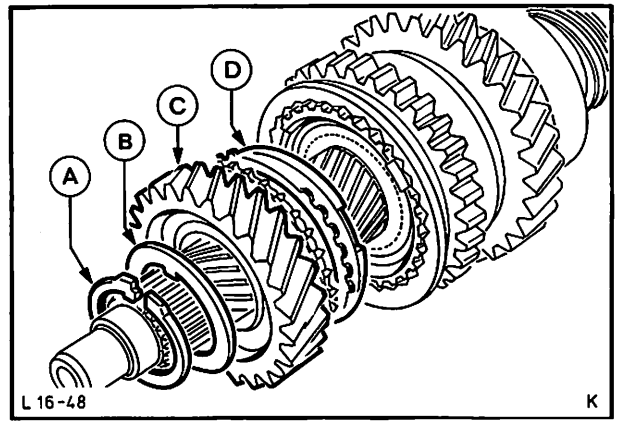

Abb. 61 Zahnrad 2. Gang montieren
32. Zahnrad 2. Gang (mit montiertem Sprengring), Synchronring und Anlaufscheibe auf die Hauptwelle schieben. Sprengring montieren, Abb. 61.